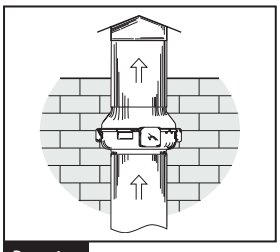

Рис. 4
1. В случае вертикального монтажа: установите сверху защитный зонт (рис. 4).